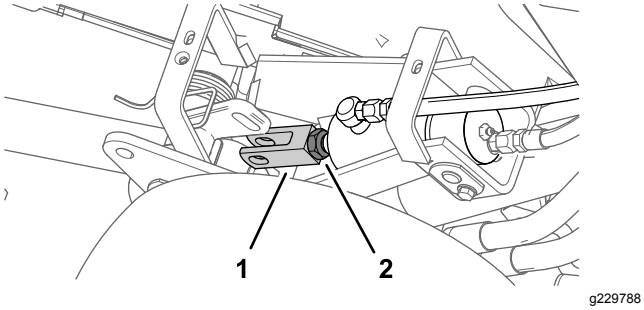

Figur 53
5. Drej gaffelstykket, indtil den ønskede højde er nået (Figur 53).
6. Monter gaflen på løftearmen med gaffelbolten og holdestiften, og stram kontramøtrikken (Figur 52 og Figur 53).